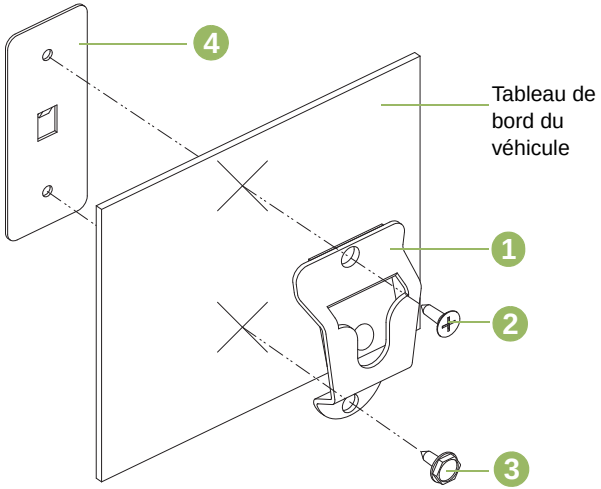

Figure 5.2: Installation du support de montage
Reportez-vous à la Figure 5.2 ci-dessous et fixez la pince de fixation (1) au véhicule à l'aide des deux vis autotaraudeuses et de la plaque de soutien fournies. Placez la plaque de soutien (4) derrière le tableau de bord. Utilisez une vis à tête plate (2) dans le trou de montage du haut et une vis à tête hexagonale à embase (3) dans le trou de montage du bas. Assurez-vous que les vis de montage sont bien fixées dans les trous de la plaque de soutien.